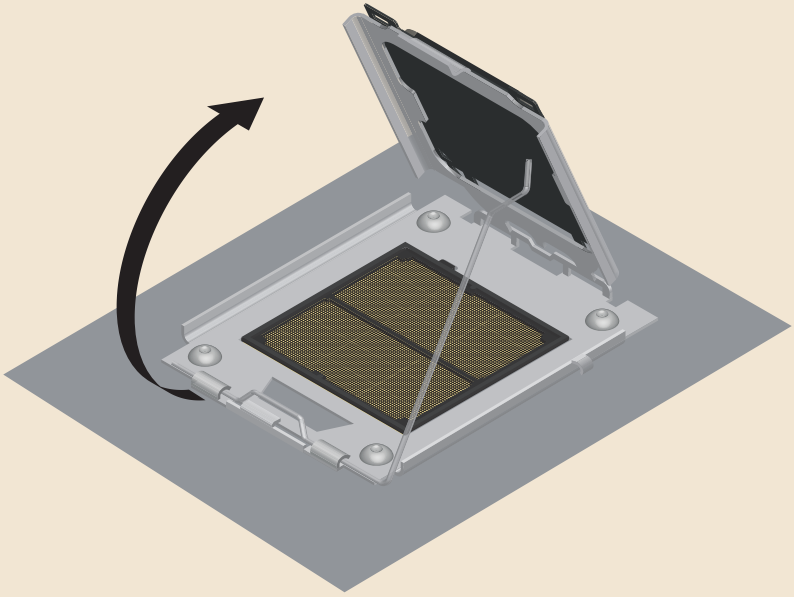

Figura 15.8: Levante a moldura metálica.
3. Levante a moldura metálica do soquete. Ver Figura 15.8. Tome cuidado para não tocar nos pinos do soquete.